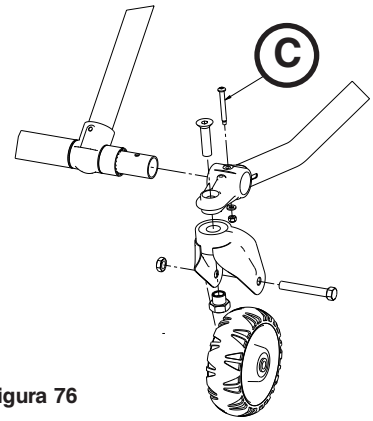
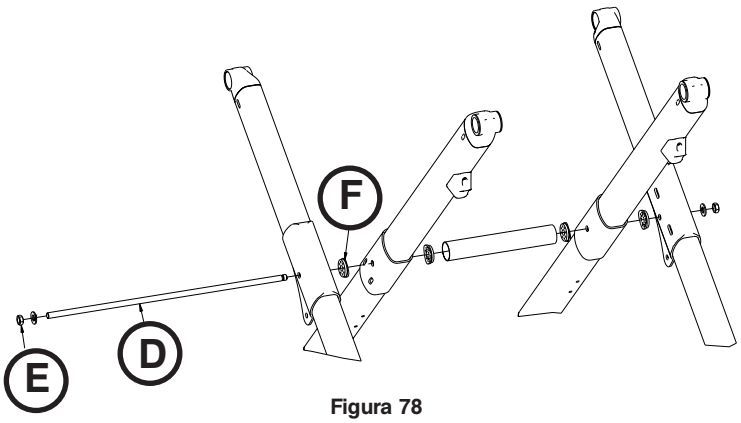

Figura 76
Figura 78
4. Con una chiave combinata da 3/8" e una chiave esagonale da 7/16", rimuovere le quattro leve dei bulloni di fissaggio (C) che serrano i gruppi della barra di sollevamento esterna ai tubi del carrello (Figura 76).
5. Con due chiavi combinate da 9/16" e una mazzuola antirimbalzo, rimuovere l'asta di connessione alla base (D) e un controdado di bloccaggio centrale (E).
Nota: conservare i cuscinetti (F) che cadono. (Figura 78).